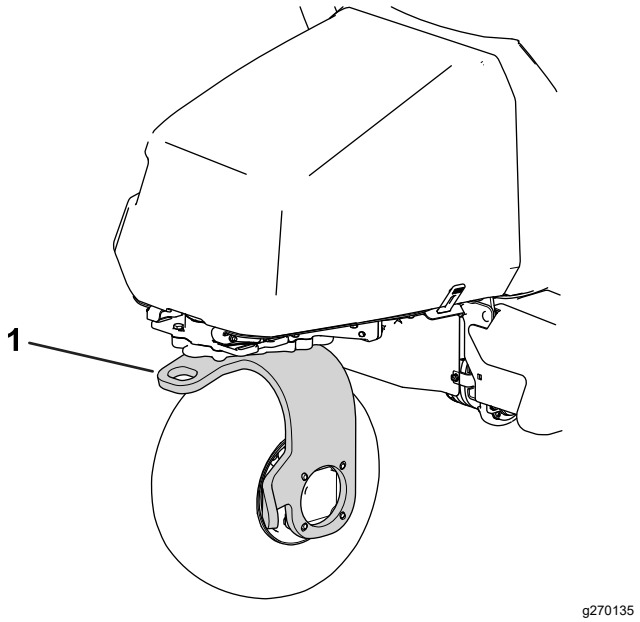

Figur 39
13. Använd den bakre hjulgaffeln för att bogsera maskinen (Figur 39).